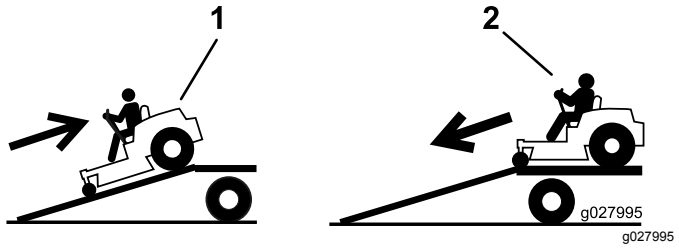

Figure 29
4. Montez la rampe en marche arrière (Figure 29).
2. Descendez la rampe en marche avant (Figure 29).